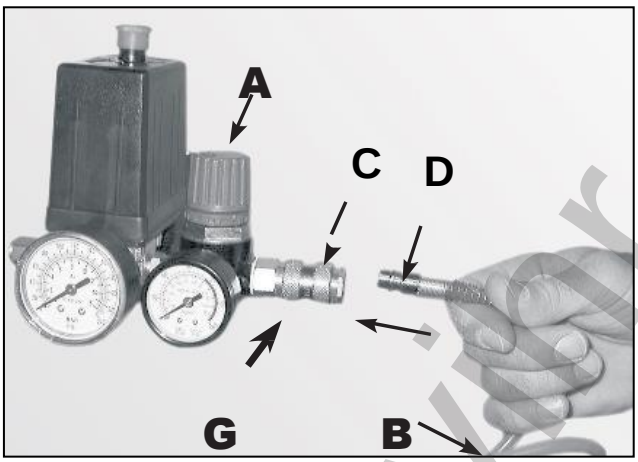

Рис. 1
4. Один конец спиралеобразного шланга оканчивается штуцером **D**. Вставьте ее с нажимом в выходное отверстие **C** на компрессоре (рис. 1). При правильном подсоединении слышится характерный металлический щелчок.
8. По окончании работы перекройте струю сжатого воздуха, повернув ручку **A** против часовой стрелки. Некоторое время продолжайте работать пневмоинструментом, пока не убедитесь, что остаточный воздух больше на него не поступает. После этого отключите шланг от компрессора, оттянув назад наружное кольцо **G** (рис 1. Отсоединив шланг, можно отсоединить штуцер **E** пневмоинструмента. Для этого повторите те же действия, что и при подсоединении штуцера **D** (рис.1).